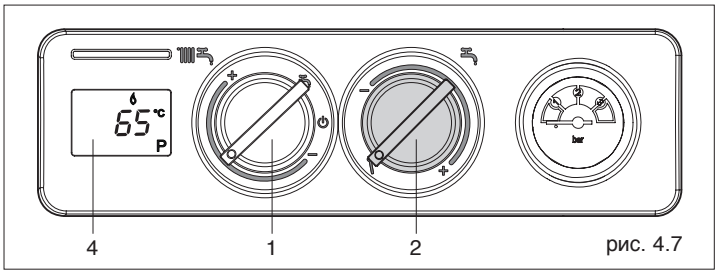

рис. 4.7
- **Режим газоанализа:** при повороте ручки регулирования температуры горячей воды (2, рис. 4.7) на символ siактивируется функция газоанализа, на дисплее (4, рис. 4.7) загорится символ **P**. При повороте переключателя функций (1, рис. 4.7) на максимум (конец шкалы – символ **+**), горелка перейдёт на максимальную мощность, включится циркуляционный насос системы отопления, а котёл (если он не работал) разожжётся и будет работать 10 минут. При повороте переключателя режимов работы (4, рис. 4.7) на минимум (конец шкалы – символ -), горелка перейдёт на минимальную мощность. По истечении заданного времени система выключится. Для того чтобы возобновить нормальную работу, или прервать данную функцию, снова установите ручку (2, рис. 4.7) на нужное значение температуры.